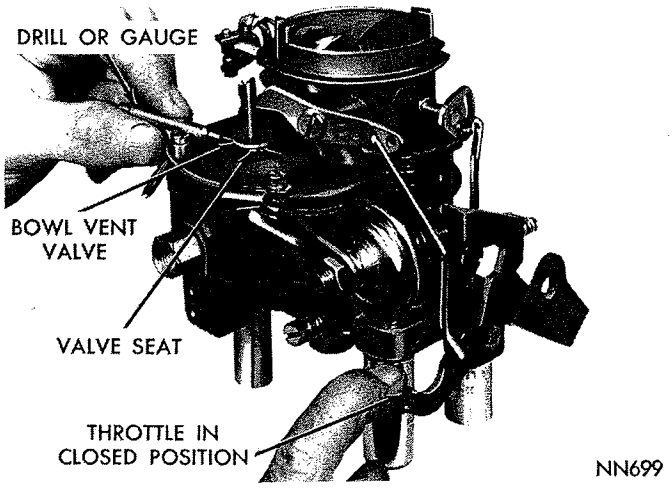

*Fig. 13—Checking Bowl Vent Opening*
(1) Back off idle speed adjusting screw. Open choke valve so that fast idle cam allows the throttle valves to be completely seated in bores.
(2) Be sure pump operating rod is in medium stroke hole in throttle lever, and that bowl vent clip on pump stem is in center notch.
(3) Close throttle valves tightly. It should be just possible to insert a 1/16 inch drill between bowl vent and its seat, as shown in (Fig. 13).